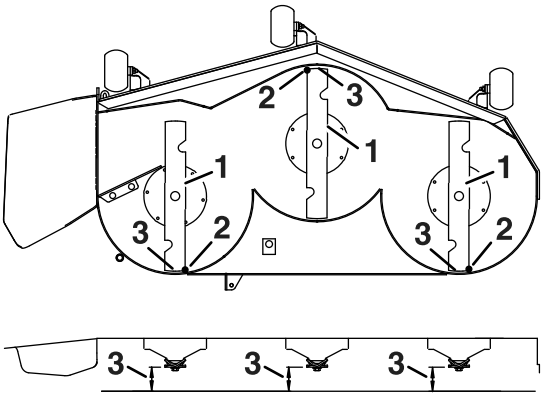

Figur 82
7. Kontroller den langsgående knivhældning (Figur 82). Kontroller, at den forreste knivspids er lavere end den bagerste knivspids som vist i blokhøjde- og rivetabellen. Hvis den har behov for justering, skal du fortsætte med denne procedure.